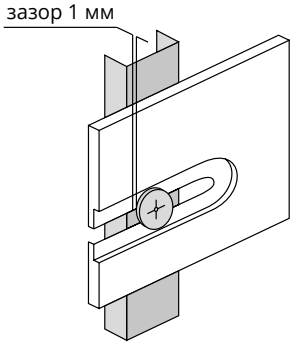

Рис. 3
4. Панели и аксессуары нельзя жестко фиксировать. Между шляпкой и панелью должен оставаться зазор 1 мм (рис. 3) – это необходимо для свободного движения панели при возможных тепловых расширениях/сжатиях.
- Профиль монтируется вертикально, на расстоянии не более 250 мм от центров профилей (рис. 3).